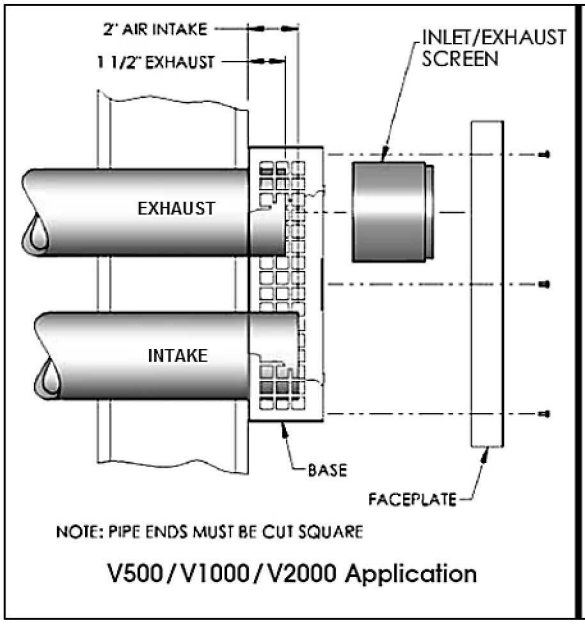

Figure 1 – 2”, 3”, and 4” application
5. Install air intake and exhaust vent pipes through the holes, making sure there is 2” of pipe protruding on the intake, and 1 ½” of exhaust pipe protruding beyond the face of the backing plate. See Figures 1 and 2.